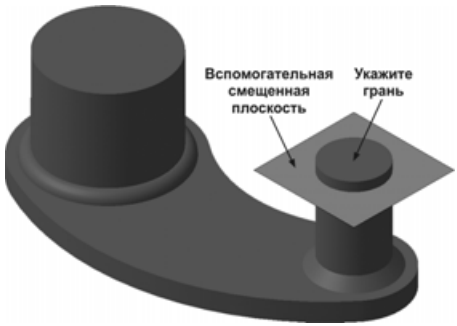

Рис. 6.97
Создание ребра начнем с построения вспомогательной плоскости его эскиза (рис. 6.97). Кроме того, данная плоскость будет определять высоту ребра.
- Нажмите кнопку **Смещенная плоскость** на панели расширенных команд построения вспомогательных плоскостей. В окне модели укажите плоскую грань правой цилиндрической бобышки (рис. 6.97).